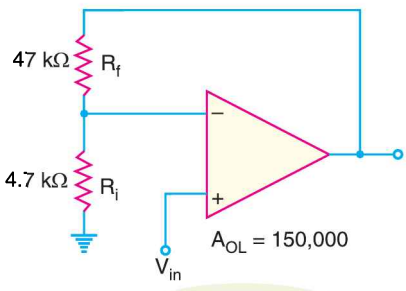

Fig. 25.102
9. Determine the closed-loop voltage gain for the circuit shown in Fig. 25.102. **[11]**